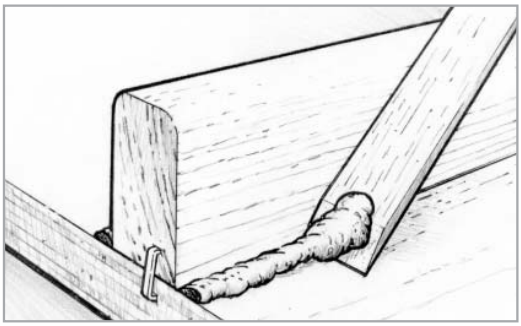

Figure 8-11 *Remove or shape excess epoxy that squeezes out of the joint.*
4. Remove or shape excess adhesive that squeezes out of the joint as soon as the joint is secured with clamps. A wooden mixing stick with one end sanded to a chisel edge is an ideal tool for removing the excess *(Figure 8-11)*.